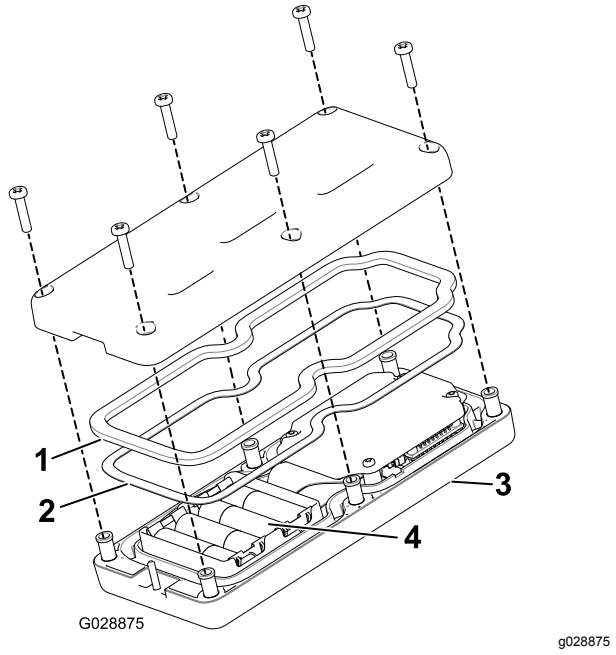

Figur 18
2. Koble batteriene til korrekte poler. Batterirommet har merker for polaritet for hver pol (Figur 18).
3. Kontroller at stålpakningen og gummitetningen er plassert i kanalen på den håndholdte fjernkontrollen, og sett på bakdekslet igjen (Figur 18).
4. Fest dekselet med seks skruer (Figur 18), og trekk dem til med et moment på 1,5–1,7 Nm.